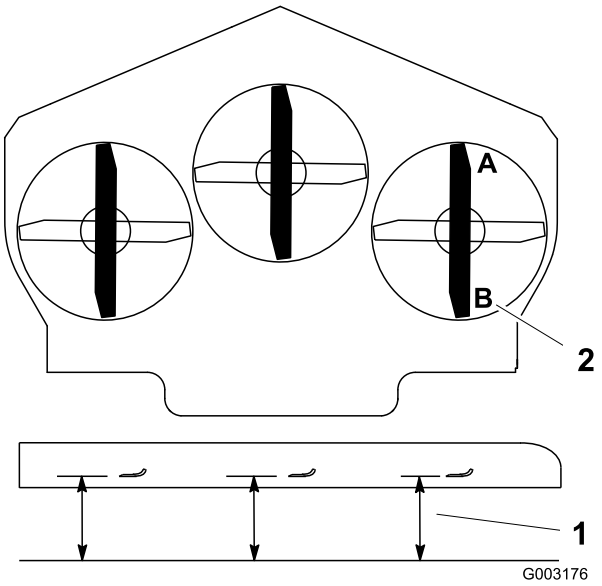

**Figuur 77**
1. Zet het rechter maaimes in de schuinstand (Figuur 77).
2. Meet het rechtermes bij punt **A**. Meet de afstand tussen een horizontaal oppervlak en de snijrand van het maaimes (Figuur 77).
4. Meet het rechtermes bij punt **B**. Meet de afstand tussen een horizontaal oppervlak en de snijrand van het maaimes (Figuur 77).
6. Het maaimes moet 6 tot 10 mm lager staan bij punt **A** dan bij punt **B** (Figuur 77). Indien dit niet het geval is, gaat u als volgt te werk.